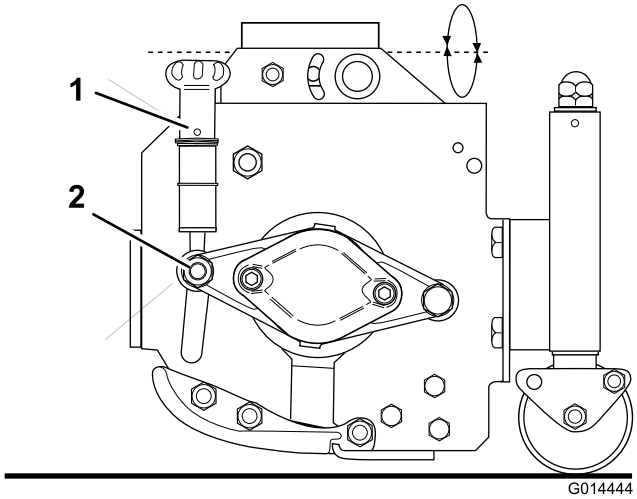

Figur 72
3. Om en justering krävs lossar du på muttern (Figur 72) ett kvarts varv i båda ändarna.
4. Vrid handhjulet (Figur 72) i båda ändarna i tur och ordning samtidigt som du roterar cylindern bakåt tills den nedre kniven får viss rörlig kontakt med cylindern längs hela dess längd.
6. Dra åt muttern (Figur 72) i båda ändarna.